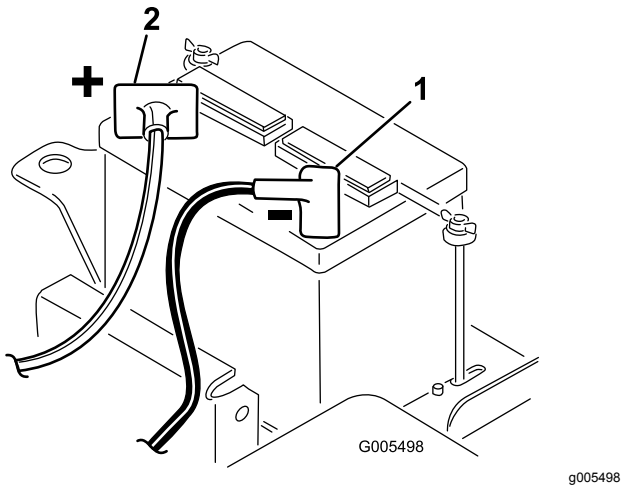

Figur 5
2. Kople de positive batterikablene (røde) fra startsolenoiden til den positive polen (+) på batteriet (Figur 5). Fest dem med en skrunøkkel, og dekk polene med vaselin. Pass på at kabelen ikke ligger over setet (i den bakerste stillingen), da dette vil resultere i slitasje eller skade på kabelen.